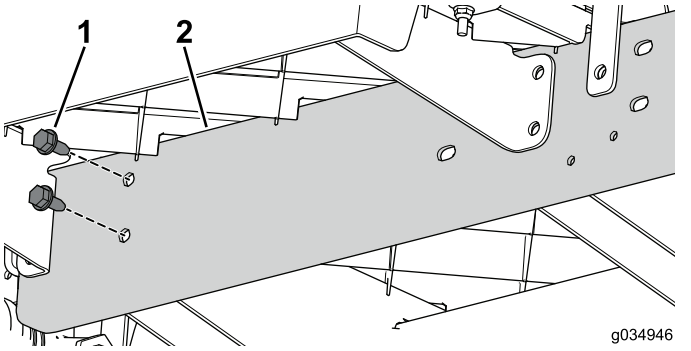

Figura 74
6. Utilice los 2 pernos (5/16" x ¾") para sujetar provisionalmente la extensión del perfil central a la sección delantera de la máquina (Figura 74).